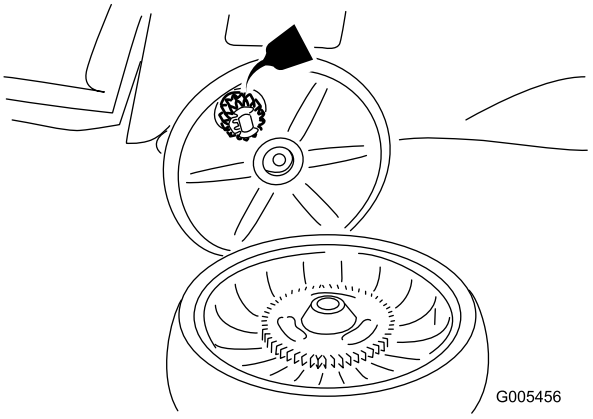

Figuur 32
2. Smeer olie op de tandwieloverbrenging zoals wordt getoond in Figuur 32.